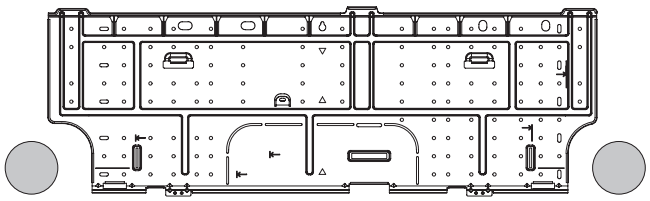

Fig. 3-10
(1) Fissare il pannello posteriore alla parete con le 8 viti fornite in dotazione. (Fig. 3-10)